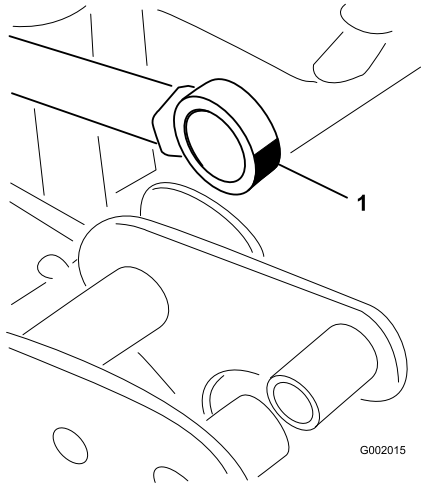

Figur 37
5. Før enden af aktuatorstanglejet med påført fedt ind i lejet (Figur 37). Tør overskydende fedt af.